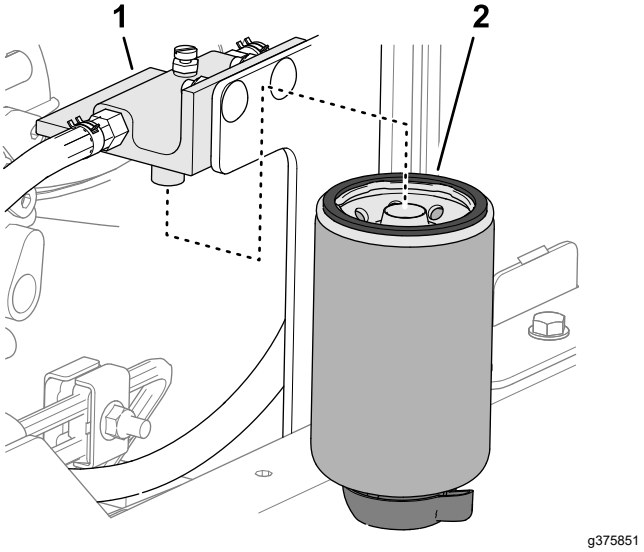

Figuur 84
2. Reinig de filterkop en de filterbus (Figuur 84).